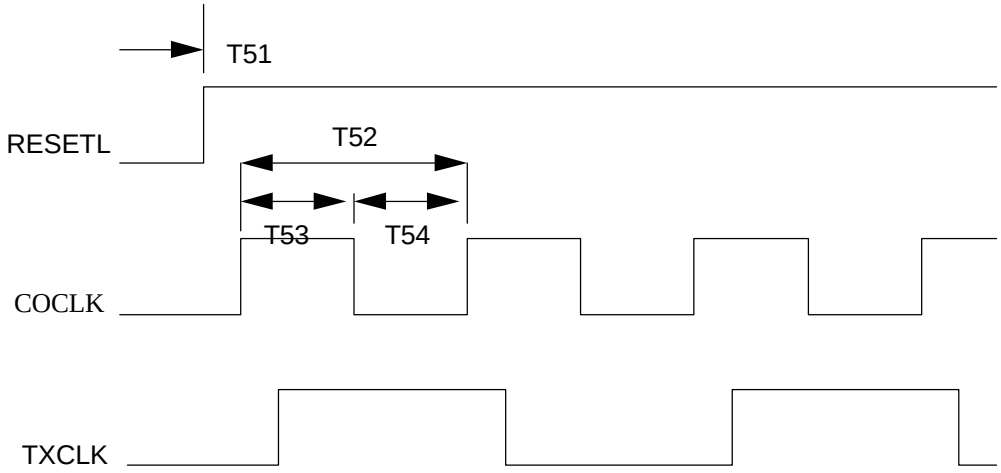

Figure 8-6 Timing Relationship for COCLK, TXCLK, and RESETL
3. P.35 : Figure 8-6, delete T55.